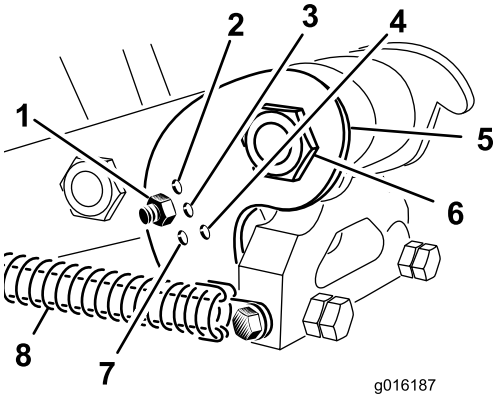

Figur 37
Ställ in det böjda fästet (Figur 37) i rätt läge baserat på längden på de luftarpinnar som ska användas. Huvudstoppet ställs in på ett av fem förinställda lägen genom att man väljer vilket hål som justeringsstången ska sitta fast i. Hålen är endast förinställda värden; det kan t.ex. hända att du får bättre resultat med en 25 cm-luftarpinne i 30 cm-läget, beroende på det aktuella användningsområdet.
3. Frigör fjäderspänningen till luftarpinnshuvudet (Figur 37).
4. Ta bort muttern och skruven i justeringshålen i det böjda fästet (Figur 37).
5. Rotera det böjda fästet tills det är inriktat mot önskat hål i armen och sätt i skruven och muttern (Figur 37).